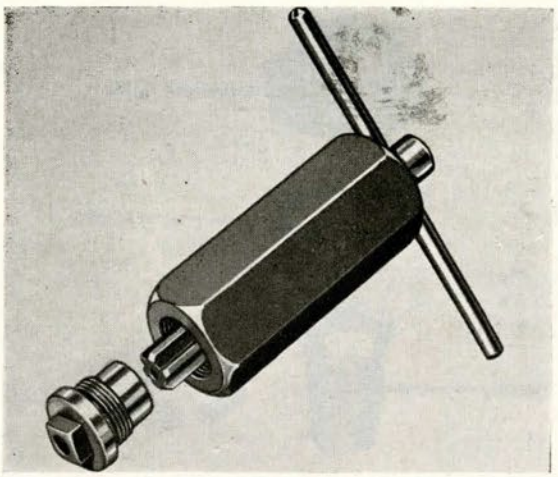

Figure 148
*9. Ream out hole in air check-valve plug and guide (Fig. 148). **(WE107)**